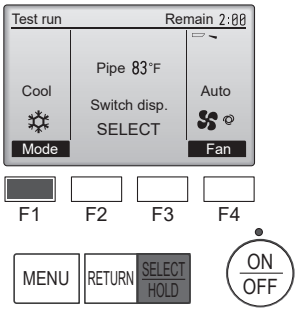

Fig. 7-3
① Press the [F1] button to change the operation mode. (Fig. 7-3)